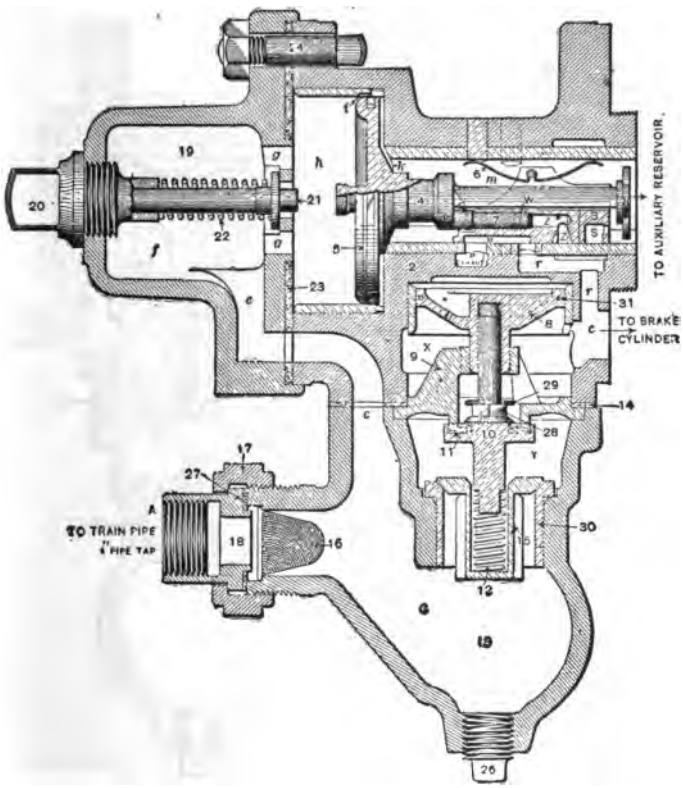
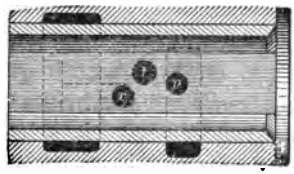
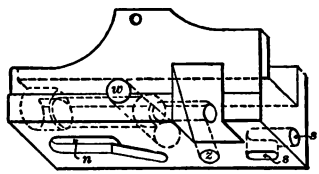

FIG. 5.—QUICK-ACTION TRIPLE VALVE, RELEASE POSITION.
FIG. 9.—SLIDE VALVE BUSHING.
FIG. 10.—SLIDE VALVE.
A. The strainer 16 (Fig. 5). The additional port
s in the slide valve and the removed corner of the slide valve shown in Fig. 10. 8 is the emergency piston. 10 is the emergency or, as it is more commonly called, the rubber-seated
Q. Of what use is the strainer 16, Fig. 5 ?
With the triple piston in the extreme position to the left, or that of emergency, port *s* of the slide valve is in front of port *r*, thus establishing a connection between the auxiliary and brake cylinder. At the same time the removed corner of the slide valve, shown in Fig. 10, is in front of port *t* leading to the top of the emergency piston 8. The auxiliary pressure
Q. Of what use are Figs. 9 and 10?
A. Fig. 10 gives a better idea of the location of the ports in the slide valve; Fig. 9, the location of the ports in the bushing inside of which the slide valve works.
A. 26 (Fig. 5) is the drain plug; 16, the brake-pipe strainer; 20, the graduating nut; 21, the graduating stem or post; 22, the graduating spring; 4, the triple piston; *j*, the piston stem; *i* and *k*, the feed ports; 6, the slide-valve spring; 3, the slide valve; 7, the graduating valve; *w*, the service or graduating port; *n*, the exhaust port; *s*, the emergency port; *z*, a continuation of the service port *w*; 15, the brake-pipe or emergency check; 12, the brake-pipe check spring; 10, the emergency or rubber-seated valve; 8, the emergency piston. The exhaust port *p* leads around outside the brass bushing to the atmosphere as shown in Fig. 9 by the dotted lines.
Q. What views do Figs. 5 to 8 represent?
Q. In Fig. 5 a packing ring 31 is shown in the emerg-
A. The strainer in the brake-pipe where the cross-over pipe leading to the triple joins the main brake-pipe, or the strainer 16 in the triple (Fig. 5) being filled with dirt, scale, cinders or oil. Port *i* or *k* might be plugged, the triple might be cut out, or there might be a leak in the auxiliary-reservoir which let the air out as fast as it came in.
Q. Water sometimes collects in cavity 13 (Fig. 5) of the triple. Where does it come from?